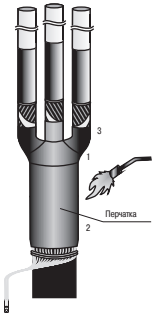

Рисунок 9
4.14 Сблизить жилы кабеля. Надеть перчатку до упора в корешок разделки. Усадить перчатку, начиная с середины, затем её основание на оболочку кабеля, а потом пальцы перчатки на жилы кабеля. После усадки по торцам основания и пальцев перчатки должен быть виден выступивший расплавленный клей (рисунок 9).